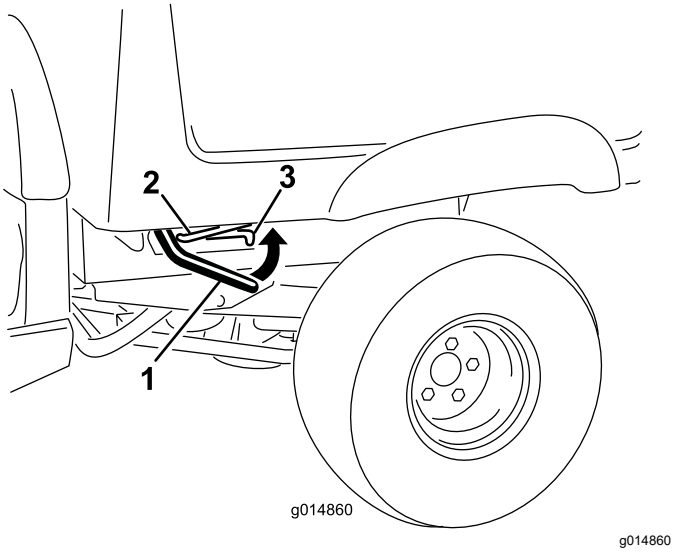

Figur 13
1. För spaken på flakets båda sidor uppåt och höj upp flaket (Figur 13).
1. Höj upp lastflaket något genom att föra låsspaken uppåt (Figur 13).